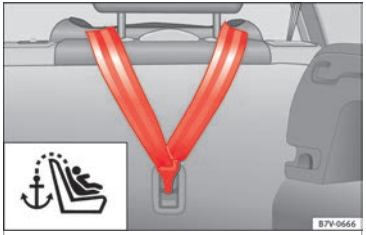

Fig. 27 Upper retaining strap hooked in the luggage compartment
- Hook the upper retaining strap to the corresponding retaining ring (for Top Tether) on the back of the seat backrest on the rear seat ››› **Fig. 27**.